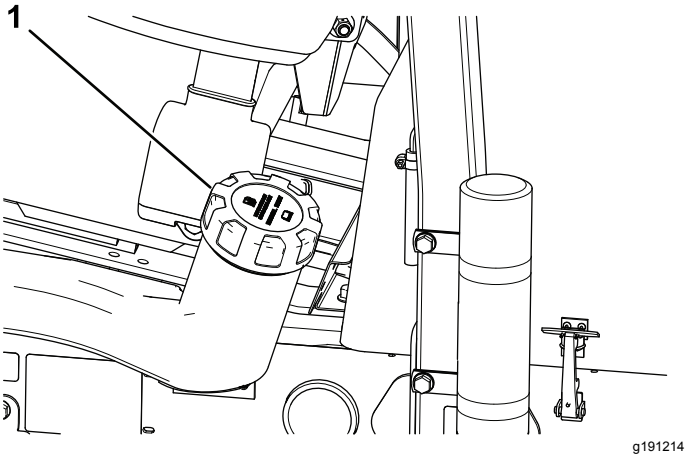

Figur 38
1. Rengör området runt tanklocket (Figur 38).